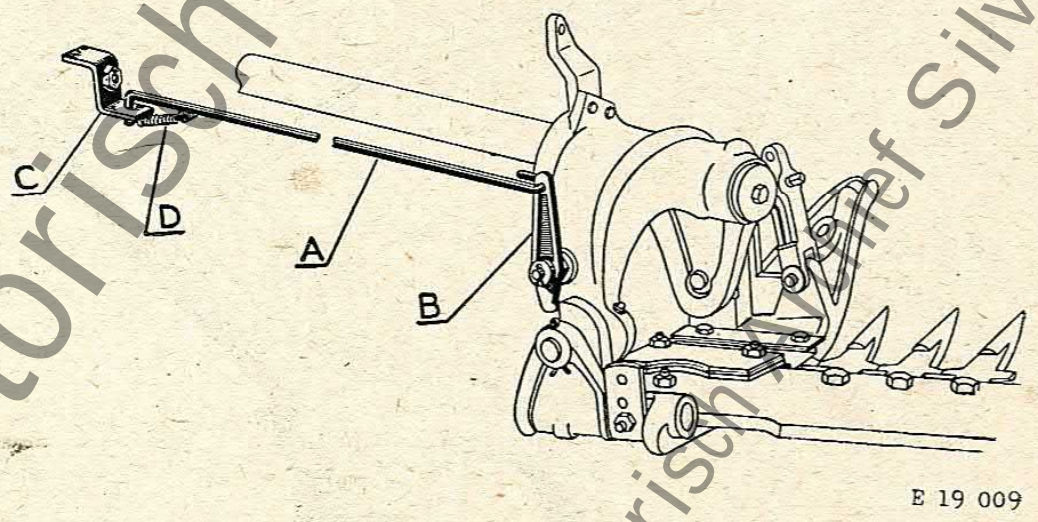

Bild 8.
11. Zugstange R 1083 d 10 (A Bild 8) zur Schaltung einhängen. Gebogenes Ende in Schalthebel (B) am Ärmelgelenk, gewinkeltes Ende in Winkel (C) an der Schaltstange einhängen und mit Feder (D) sichern. Winkel (C) an Mähwerkantrieb erst nach dem Einstellen des Schaltweges (siehe Einstellungsanweisung) an der Schaltstange verschrauben und mit Sicherungsblech sichern.